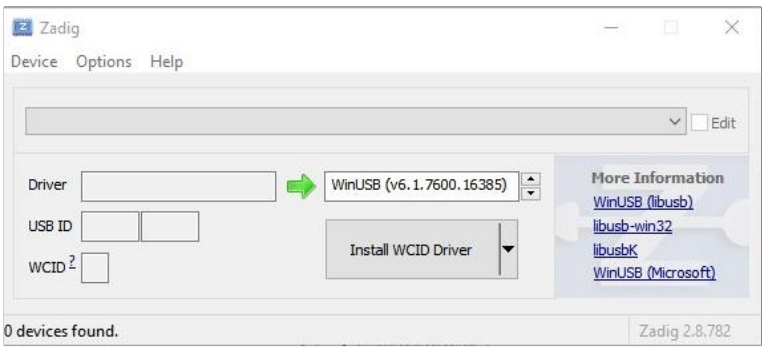

Figure 7.2. USB Driver Installation GUI
2. Launch the downloaded *zadig-2.8.exe*. It requires the PC administration privilege to execute. The USB Driver Installation GUI will pop up as shown in Figure 7.2.